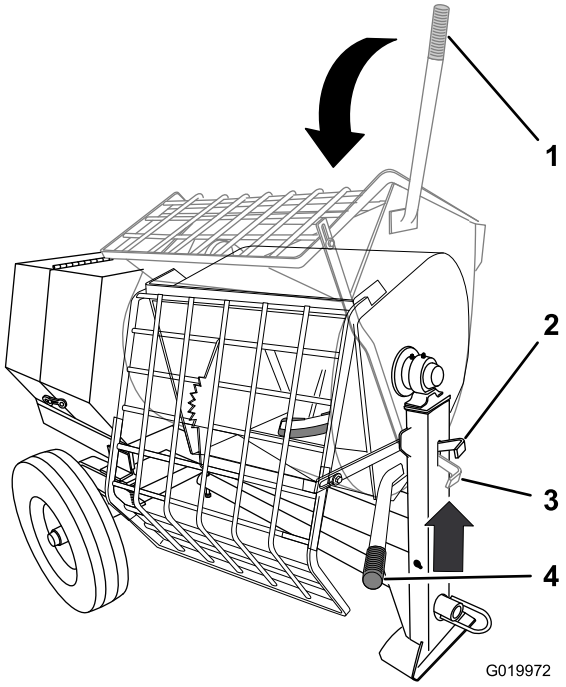

Figure 38
2. Saisissez la poignée de vidage de la main gauche (Figure 38).
3. Levez la poignée du verrou de la cuve (Figure 38).
4. Placez les deux mains sur la poignée de vidage et tournez-la dans le sens antihoraire pour décharger le contenu de la cuve (Figure 38).
5. Tournez la poignée de vidage **dans le sens horaire** jusqu'à ce que le verrou de la cuve bloque celle-ci en position redressée (Figure 38).